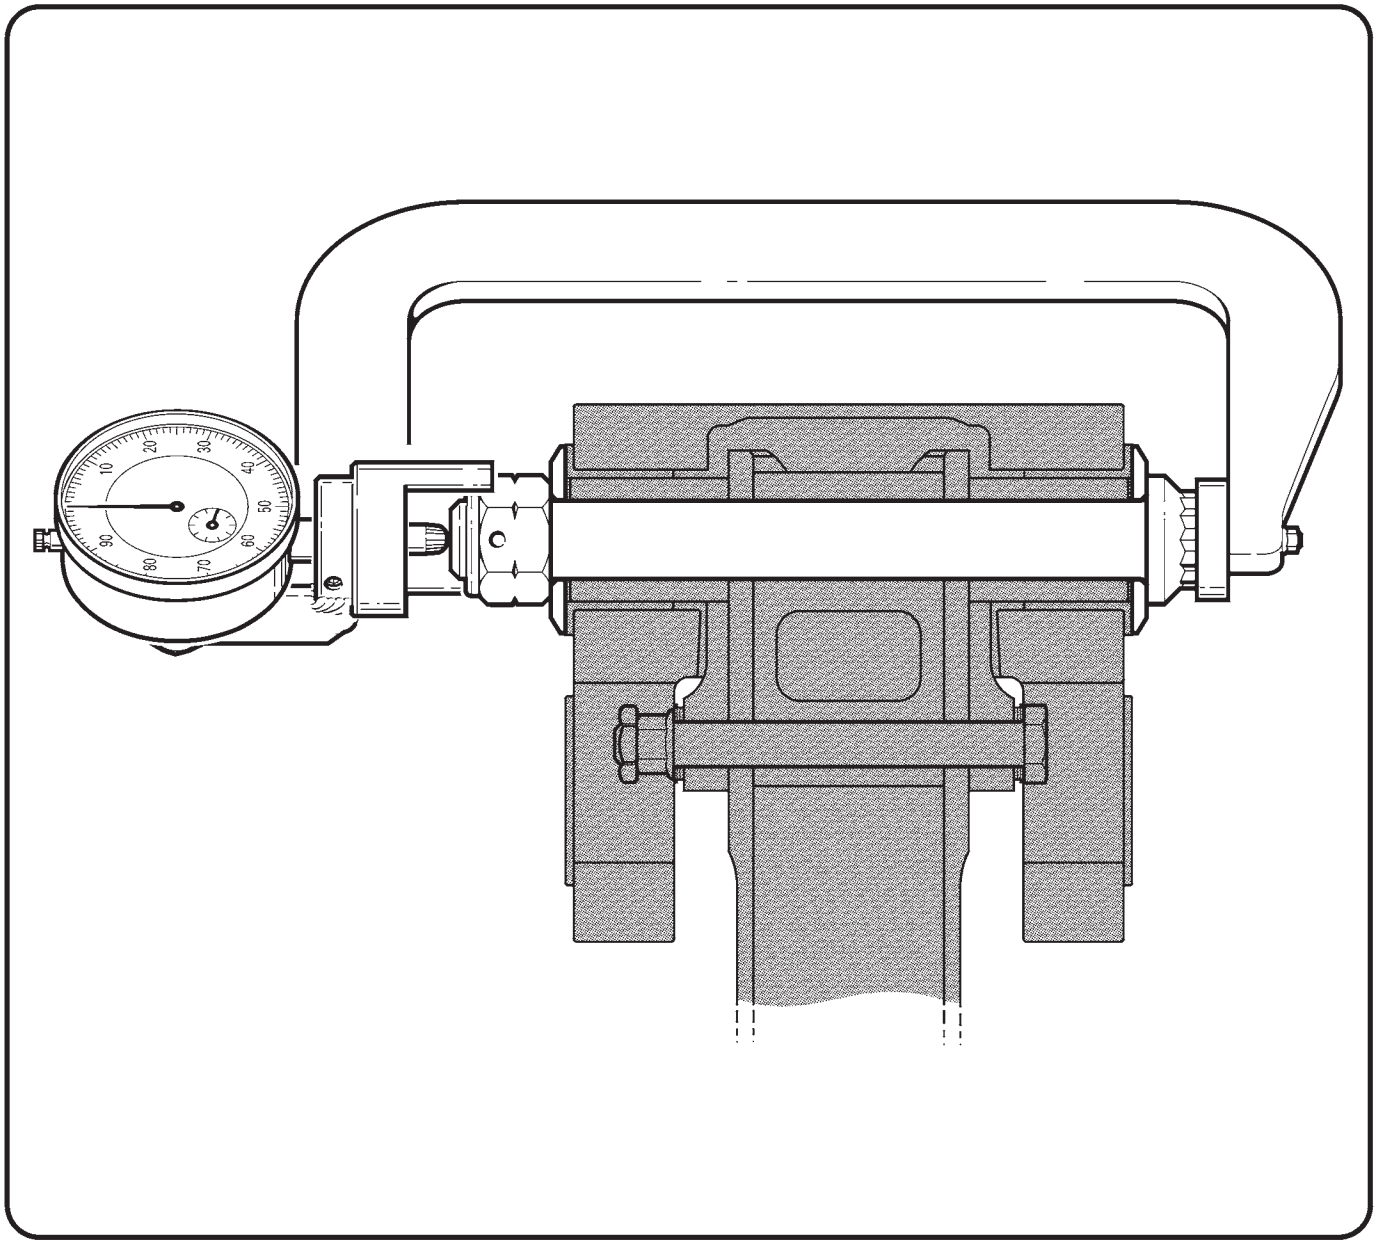

FIGURE 9-1B MEASURING BOLT STRETCH (SHOWN ON TEETER BOLT, BLADES REMOVED)
9. Refer to Figure 9-1B. Install MT122 main rotor bolt elongation (stretch) tool on hinge bolt. Zero dial indicator by rotating dial face and lock dial. Remove tool.